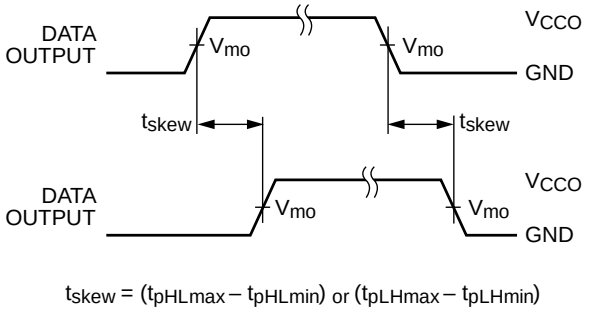

Figure 14. Output Skew Time
14. Skew is the variation of propagation delay between output signals and applies only to output signals on the same port (A_n or B_n) and switching with the same polarity (LOW-to-HIGH or HIGH-to-LOW) *(see Figure 14)*. Skew is guaranteed, but not tested.